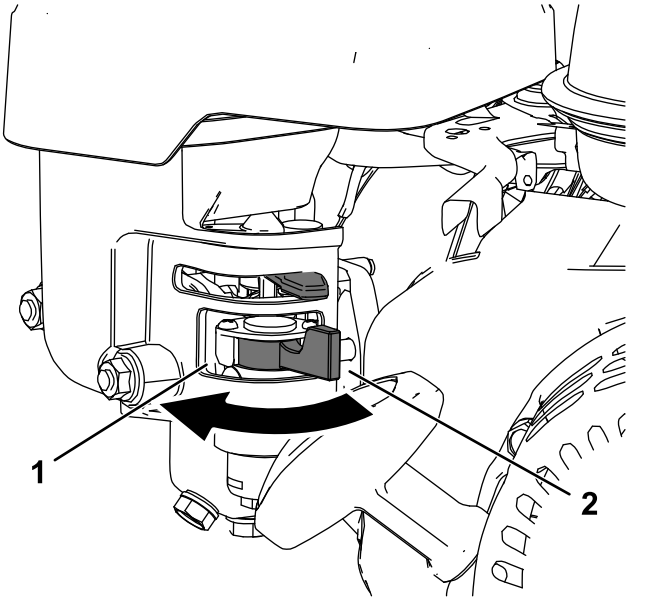

Figur 11
- For å åpne drivstoffventilen, vri håndtaket til drivstoffavstengingsventilen mot håndtaket på tilbakespolingsstarteren (Figur 11).
- For å lukke drivstoffventilen, vri håndtaket til drivstoffavstengingsventilen bort fra håndtaket på tilbakespolingsstarteren (Figur 11).